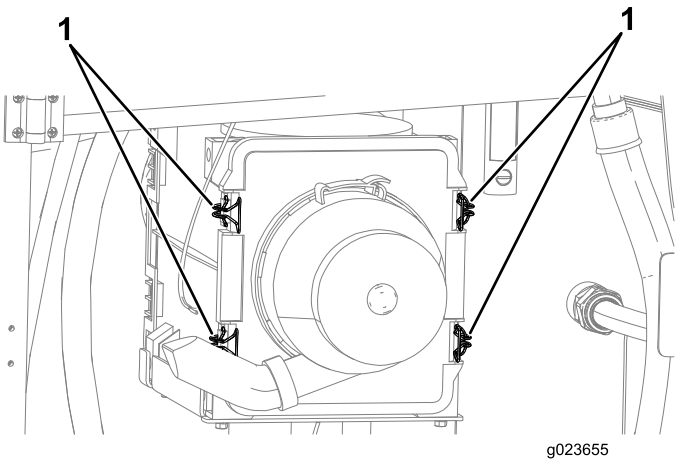

Figure 118
5. Tirez les 4 verrous du couvercle du filtre à air vers l'extérieur (Figure 118).
4. Poussez le couvercle du filtre à air vers l'intérieur jusqu'à ce qu'il soit complètement engagé et fixez-le au moyen des verrous (Figure 118).